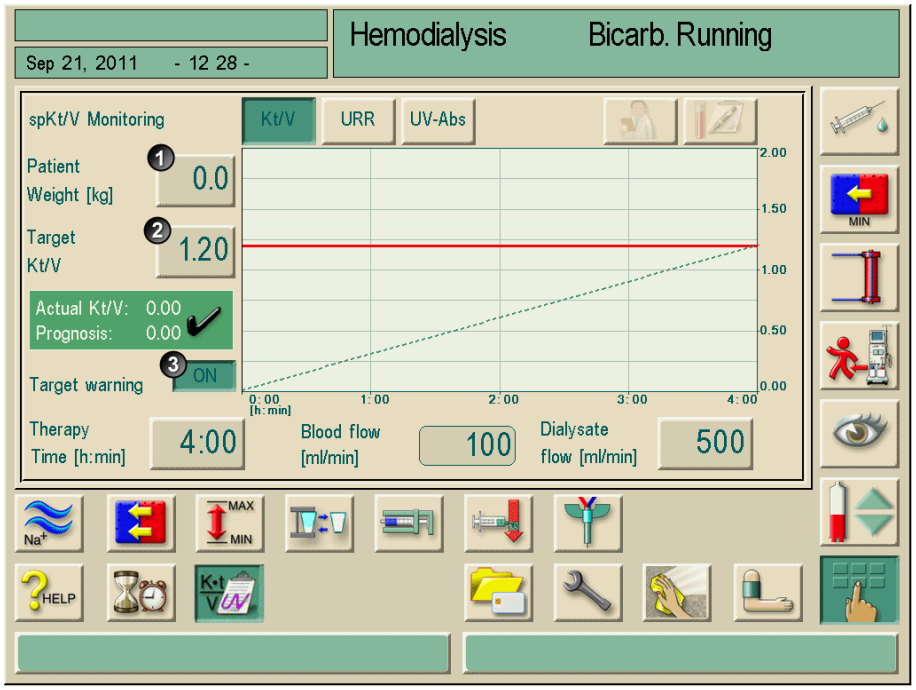

Fig. 10-16 Setting parameters
- Input of patient weight before dialysis (Fig. 10-16, **1**). Setting the parameter enables the calculation and display of Kt/V, URR and UV absorption.
- Input/adaptation of the target Kt/V value (Fig. 10-16, **2**).
- Enable/disable target warning (Fig. 10-16, **3**). If the target warning is enabled, the system informs the user whether the target value will possibly not be reached at the end of therapy. In that case the user can adapt the parameters in order to reach the determined dialysis dose.